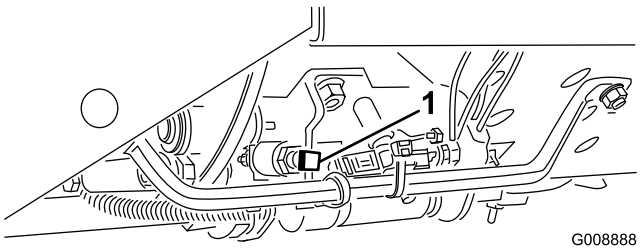

**Figur 17**
**Viktigt: Klipphastigheten ställs in på fabriken till 9,7 km/h. Den kan höjas eller sänkas genom att anslagsskruven justeras (Figur 17).**